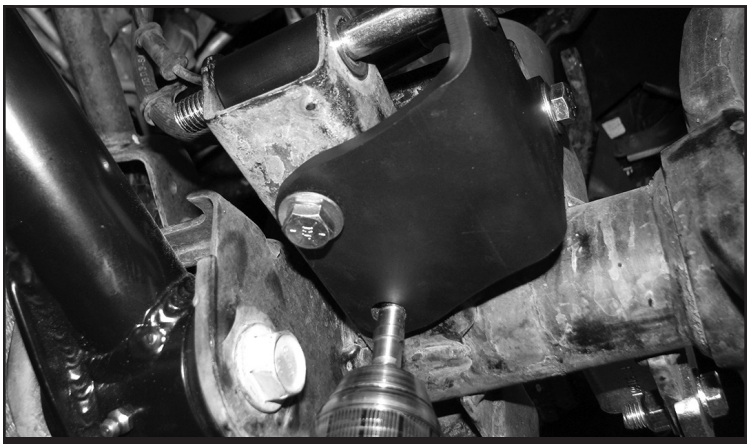

FIGURE 17 - STEP 13
13. **REPEAT STEP 12 ON THE PASSENGER SIDE. NOTE: The forward hole on the passenger side lower shock mount needs to be marked and drilled out to 3/8". SEE FIGURE 17.** Torque 3/8" hardware to 52 ft-lbs.